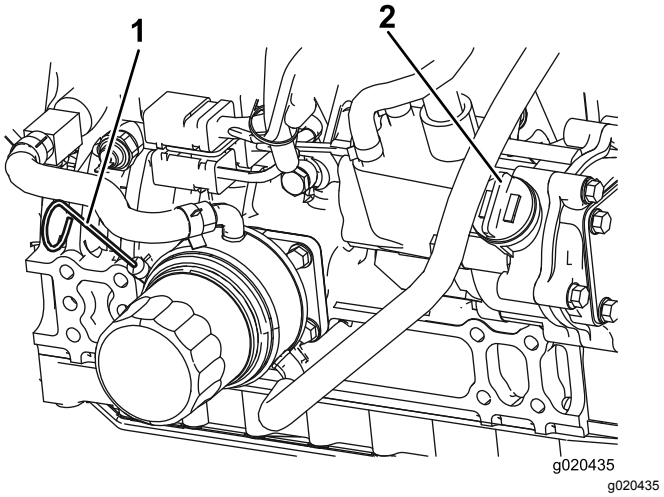

Figur 53
Merk: Oljenivået skal være i det sikre området (Figur 53).
4. Hvis oljenivået er under det sikre området, ta av lokket (Figur 53) og fyll på olje til nivået når opp til "Full"-merket. **Fyll ikke på for mye.**